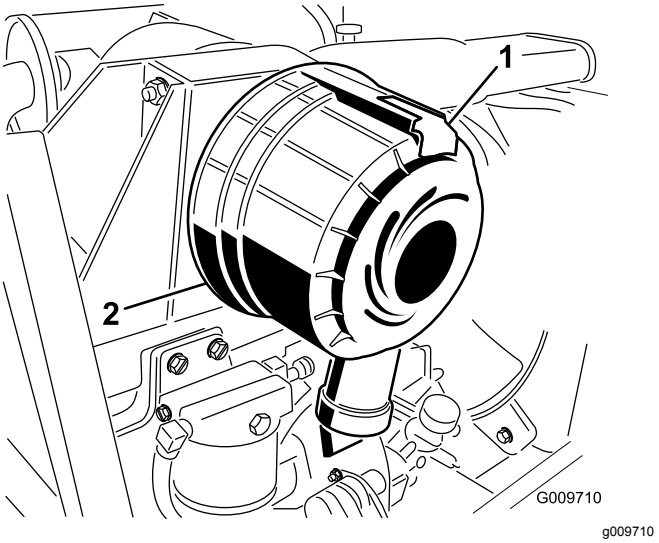

Figur 82
2. Dra ut spärren och vrid luftrenarkåpan motsols (Figur 82).